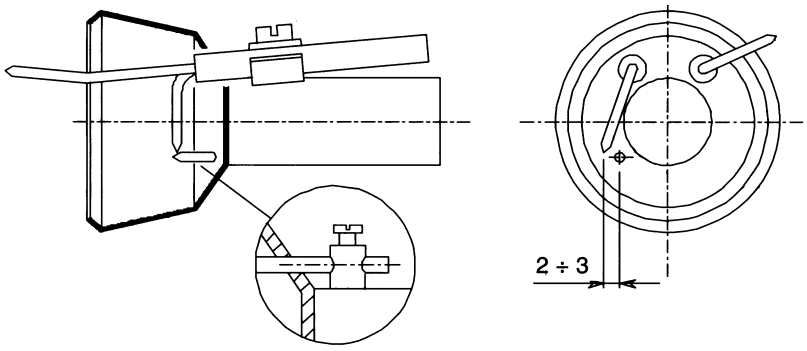

Рис. 29
- Проверьте запальный электрод, очистите, отрегулируйте и, при необходимости, замените (см. Рис. 29);
- Проверьте контрольный электрод, очистите, отрегулируйте и, при необходимости, замените (см. Рис. 29).
Для того, чтобы гарантировать хорошее зажигание, необходимо соблюдать размеры, указанные на Рис. 29.